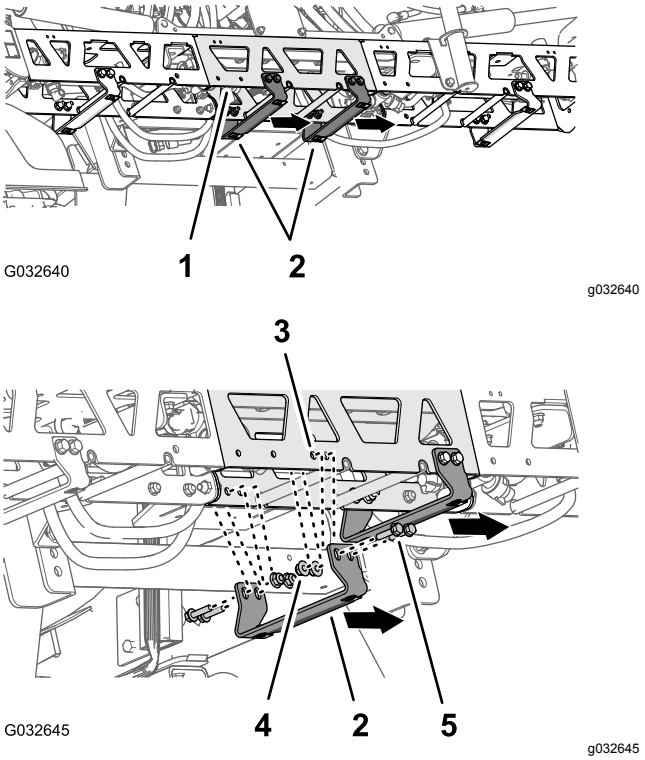

Rysunek 153
2. Na przedłużeniu środkowej sekcji zraszania zlokalizuj 2 pary otworów na pionowej powierzchni ramy kratownicowej umieszczone w odstępie 25 mm (Rysunek 153).
3. Ustaw otwory we wsporniku (część Toro nr 131-3703-03) równo z otworami w przedłużeniu środkowej sekcji zraszania zidentyfikowanymi w kroku 2 tak, aby szeroki kołnierz wspornika był skierowany w lewo, patrz Rysunek 153.
4. Zamocuj wspornik do ramy kratownicowej (Rysunek 153) używając 4 śrub kołnierzowych (⅜ x 1¼ cala — część Toro nr 110-5050) oraz 4 nakrętek kołnierzowych zabezpieczających (⅜ cala — część Toro nr 104-8301).